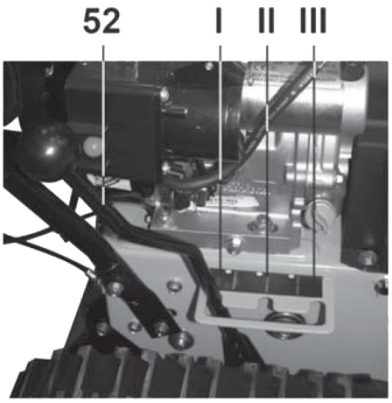

Рис. 25
8.9. Использование рычага переноса массы (Рис. 25).